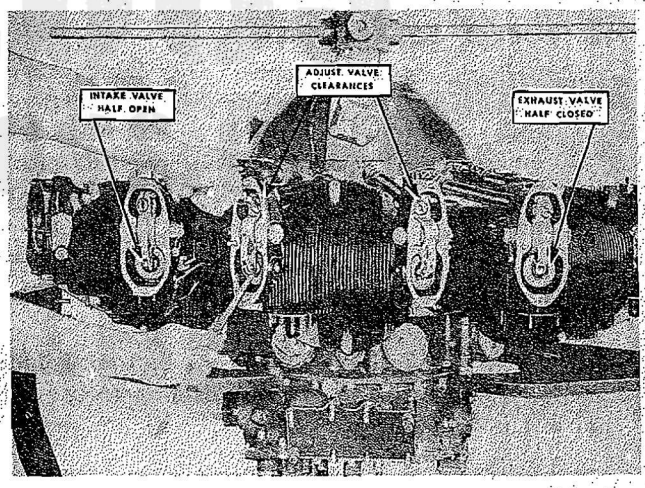

Figure 237—Adjusting Valve Clearance
a. To adjust the clearance between the valve stem and rocker arm roller, turn the crankshaft until the piston in No. 1 cylinder is on top center on the compression stroke. In this position the valve tappet rollers are at their lowest point of travel on the cam ring between the cam lobes, which places both valves in the fully closed position. To check that No. 1 cylinder is on its firing stroke, test the two adjacent valves, No. 2 exhaust and No. 9 intake. When the intake valve to the left is approximately 1/2 open and the exhaust valve on the right is approximately 1/2 closed, viewed from the rear, the piston in the cylinder being checked is on top dead center on the firing stroke, with both valves closed. Refer to Figure 237.